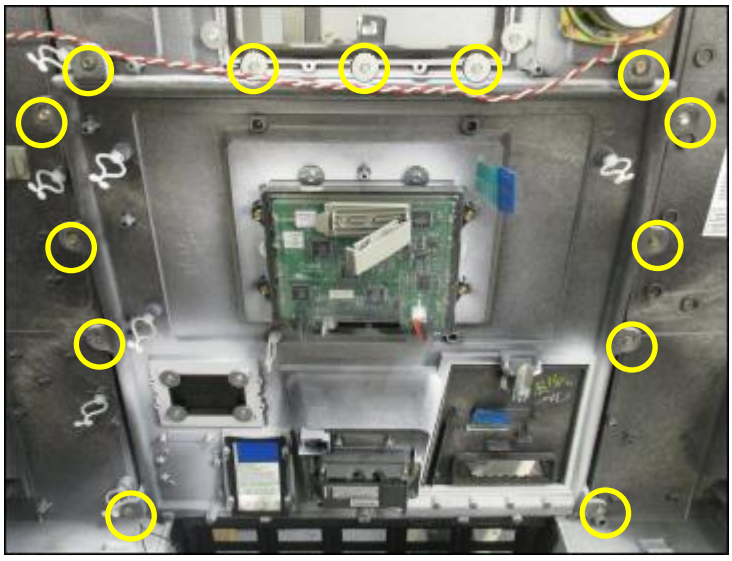

Fig 1.15 – Emplacement des vis du panneau CIM
17. Retirez et jetez les trois vis et rondelles autotaraudeuses n ° 6 immédiatement sous la fenêtre d'affichage du panneau CIM, ainsi que les vis autotaraudeuses n ° 6-1/2 « 10 « qui fixent le panneau CIM à la porte du distributeur. (Fig. 1.15)